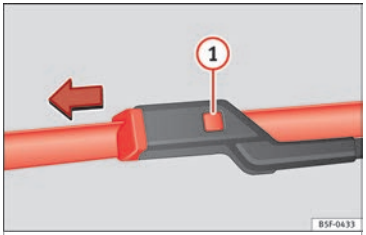

Fig. 77 Changing the front wiper blades
- Press and hold release button ››› Fig. 77 (1) and pull gently on the wiper blade in the direction of the arrow.